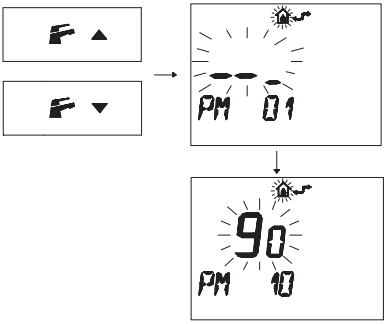

Fig. 7.41
- Press buttons ▼ or ▲ to display the "**PM10**" program for selecting the ignition frequency (Fig. 7.41).
In Fig. 7.41 a SET programmed at **90** is displayed corresponding to a re-ignition time of about 3 minutes.